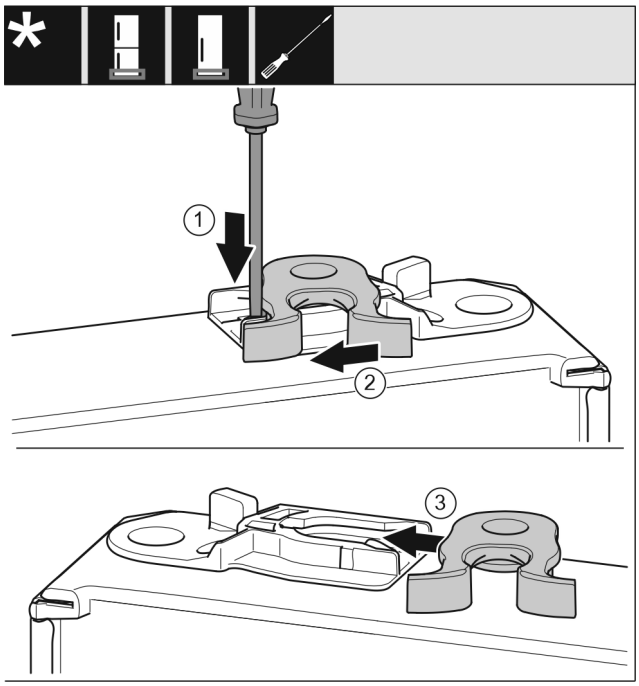

Fig. 17
- ▶ Press lasken ned med skrutrekkeren. *Fig. 17 (1)*
- ▶ Trekk låsekrokene ut av føringene. *Fig. 17 (2)*
- ▶ Skyv låsekrokene inn i føringen på den andre siden. *Fig. 17 (3)*